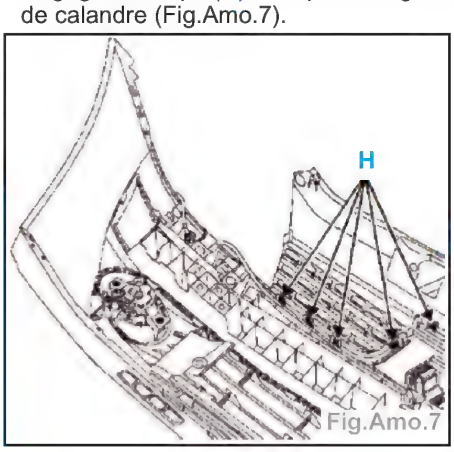

Fig.Amo.7
- Dégager les clips (H) et déposer la grille de calandre (Fig.Amo.7).